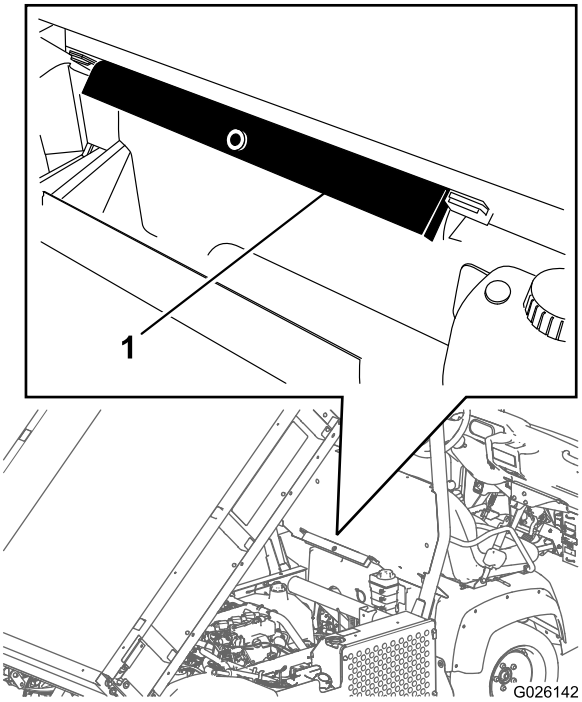

**Figur 30**
2. Ta loss flakstödet från förvaringsfästena baktill på vältskyddspanelen (Figur 30).